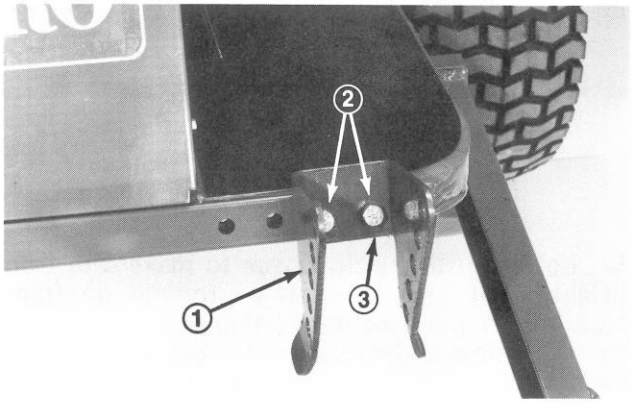

Figure 6
2. Mount spring bracket to frame with (2) capscrews, lockwashers, and nuts (Fig.6).